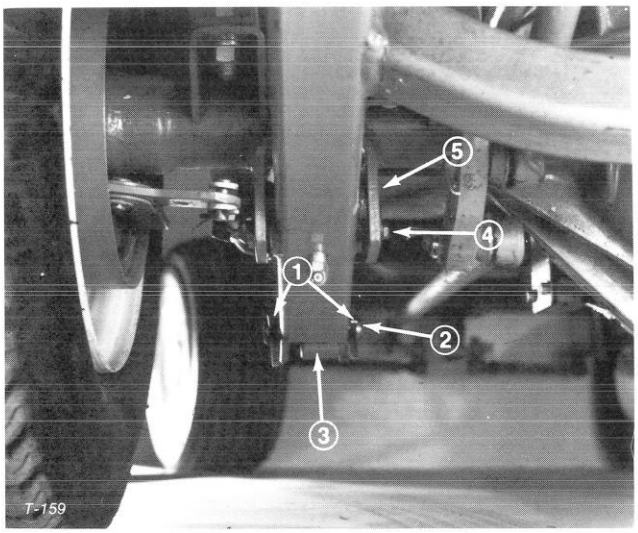

Figure 2
B. Remove cotter pins from both lift cylinder pins and remove pins from cylinder ends and lift arms (Fig. 2).
C. Remove capscrews securing lift arm pivot pins and remove pivot pins from lift arm (Fig. 2).